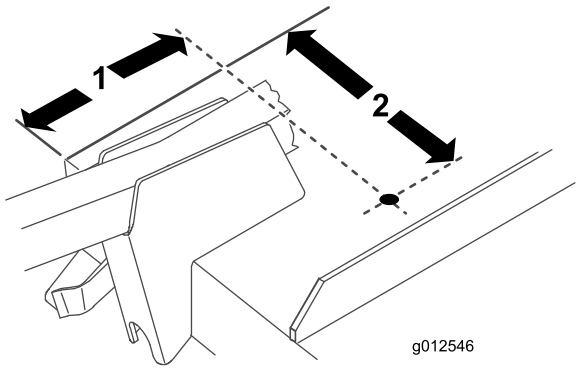

**Figur 18**
1. Brug de mål, der er vist i Figur 18, til at finde, markere og bore et hul på 13/32 tomme i diameter i skjoldet. De viste mål er fra højre forreste hjørne af skjoldet og fra kanten af udblæsningsåbningen. Blæserbeslagene er fjernet af tydelighedshensyn.